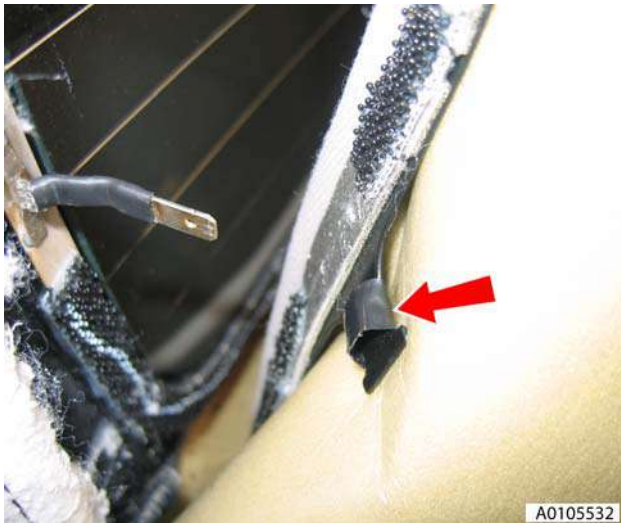

Figure 4
5. Pass connectors through securing loops (see Figure 4).